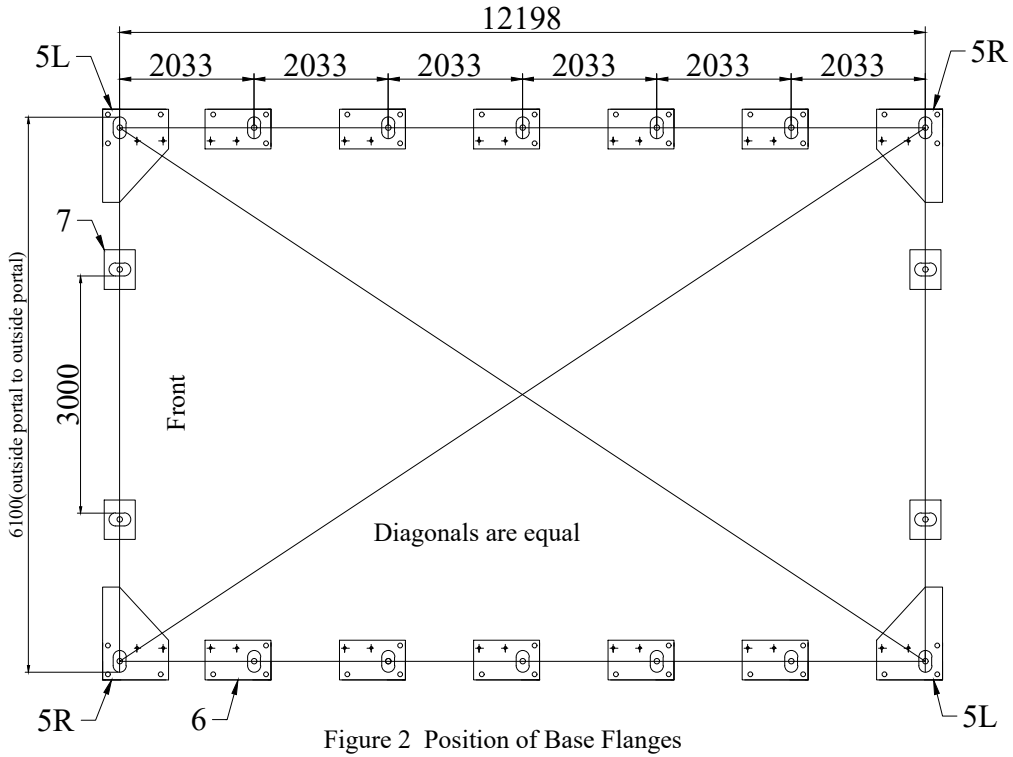

Figure 2 Position of Base Flanges
Begin by determining exact location of the four (4) corners of the building. Mark front edge and side-to-side width of assembly on ground. Drive alignment stakes into the ground outside of the markings, and draw alignment strings along both ends and sides of the building to the dimensions shown in Figure 2. The outline of the strings will represent the final location of the base flanges. The initial location of each Corner Base Flanges (5R & 5L) is critical to the alignment and fit of the frame components and cover. Locate the Left Corner Base Flange and Right Corner Base Flange(5R&5L). Secure the base flanges with Stake Pegs (Part #16). Measurements shown in Figure 2 are to the center of the upright sockets on each Base Flange.